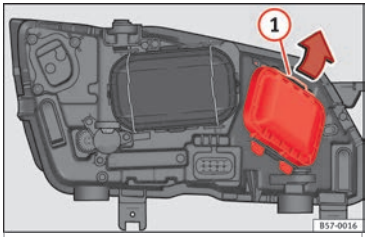

Fig. 107 In the engine compartment: remove the lid.
2. Move the loop ››› **Fig. 107** (1) in the direction of the arrow and remove the cover.
2. Move the loop ››› Fig. 107 (1) in the direction of the arrow and remove the cover.